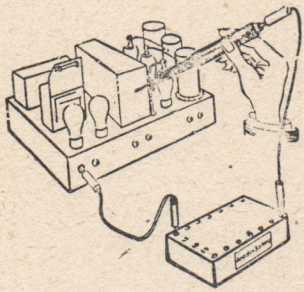

Abb. 159.
3. Prüfung auf Isolationsfehler (Berührungsgefahr): Man berührt mit der Spitze des Glimmprüfers das Metallgehäuse des zu prüfenden elektrischen Gerätes (siehe Abb. 159). Bei guter Isolation darf die Glimmröhre nicht aufleuchten. Den gleichen Versuch wiederholt man bei umgepoltem Anschlußstecker. Bei Wechselstromnetzen beobachtet man zuweilen trotz guter Isolation ein schwaches Aufleuchten (kapazitiver Stromübergang).
6. Prüfung von Geräten, Schaltungen, Radioröhren und dergleichen. Hierzu verwendet man vorteilhaft eine 110-Volt-Batterie und verfährt gemäß Abbildung 159. Die Glimmröhre leuchtet auf, wenn die geprüfte Leitung (Heizfaden, Sicherung) keine Unterbrechung aufweist. Bei Kondensatoren zeigt sich zunächst ein Aufleuchten, weil sich der Kondensator über die Glimmröhre auflädt. Bei guter Isolation des Kondensators hört die Glimmentladung fast ganz auf, bei schlechter Isolation bleibt sie voll bestehen.